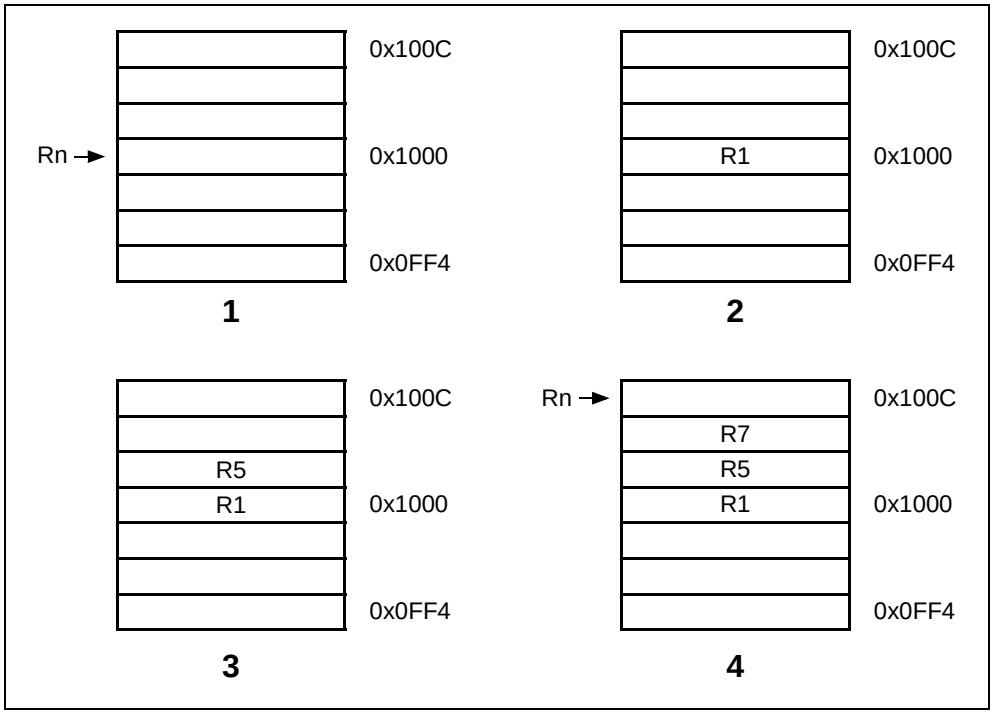
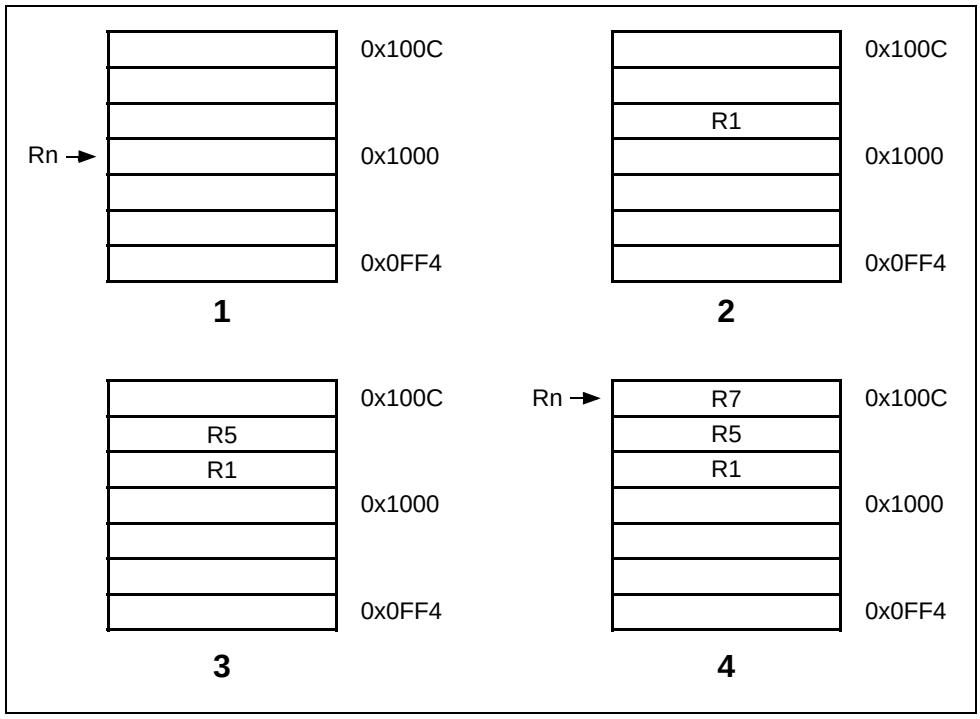
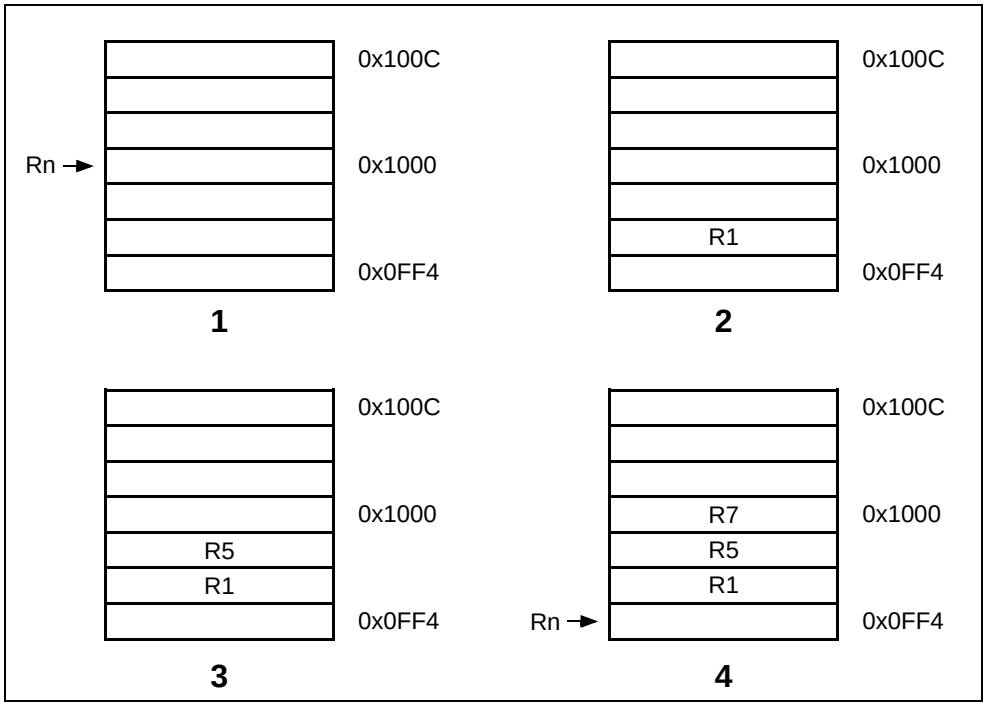

Figure 4-19: Post-increment addressing
Figure 4-20: Pre-increment addressing
Figure 4-21: Post-decrement addressing
The transfer addresses are determined by the contents of the base register (Rn), the pre/post bit (P) and the up/down bit (U). The registers are transferred in the order lowest to highest, so R15 (if in the list) will always be transferred last. The lowest register also gets transferred to/from the lowest memory address. By way of illustration, consider the transfer of R1, R5 and R7 in the case where Rn=0x1000 and write back of the modified base is required (W=1). ***Figure 4-19: Post-increment addressing*** on page 4-38, ***Figure 4-20: Pre-increment addressing*** on page 4-39, ***Figure 4-21: Post-***